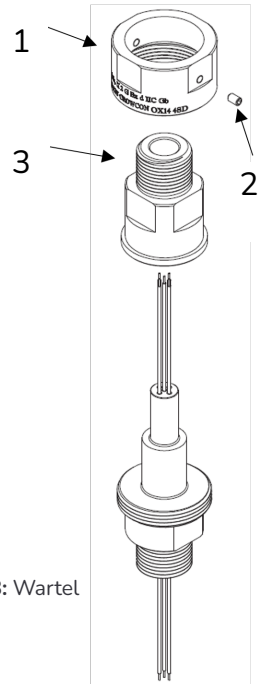

Afbeelding 18: Wartel
1. Verwijder voorzichtig het buitenste gedeelte 1 van de wartel (zie afbeelding 18).